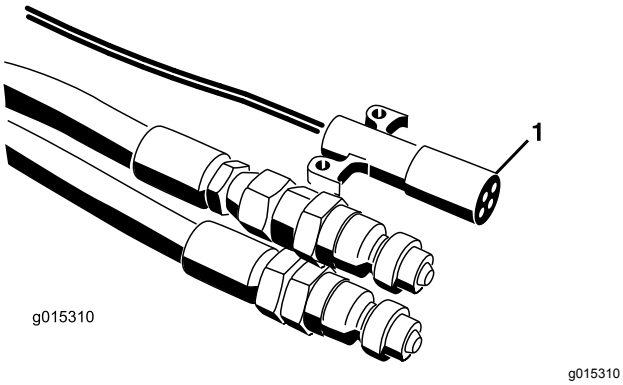
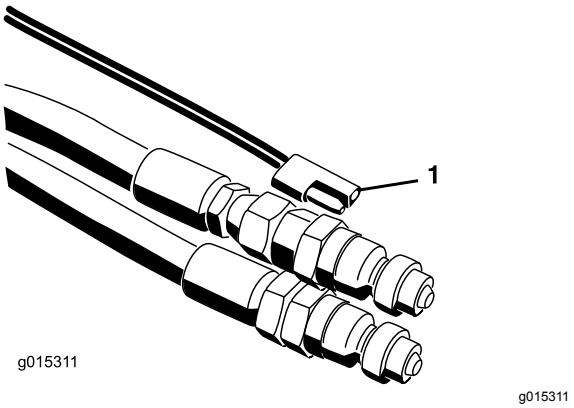

Rysunek 21
Rysunek 22
7. Podłącz wiązkę zasilania do pojazdu holowniczego (Rysunek 21 i Rysunek 22). W przypadku modeli SH umieść kasetę sterowniczą włączania/wyłączania w zasięgu fotela kierowcy. Upewnij się, że przełącznik jest włączony.